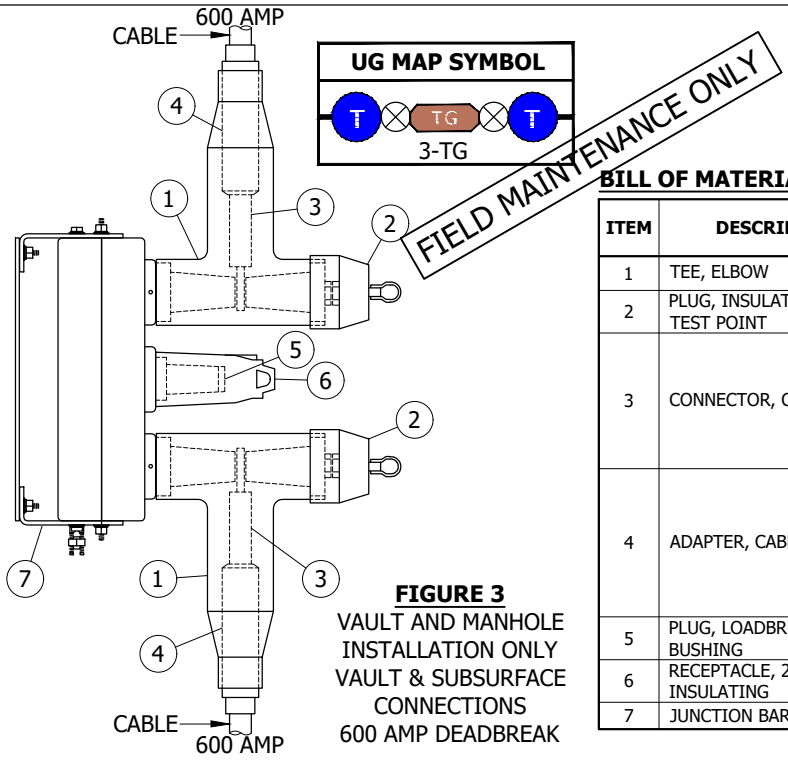

**FIGURE 3**
**BILL OF MATERIALS (FIGURE 3):**